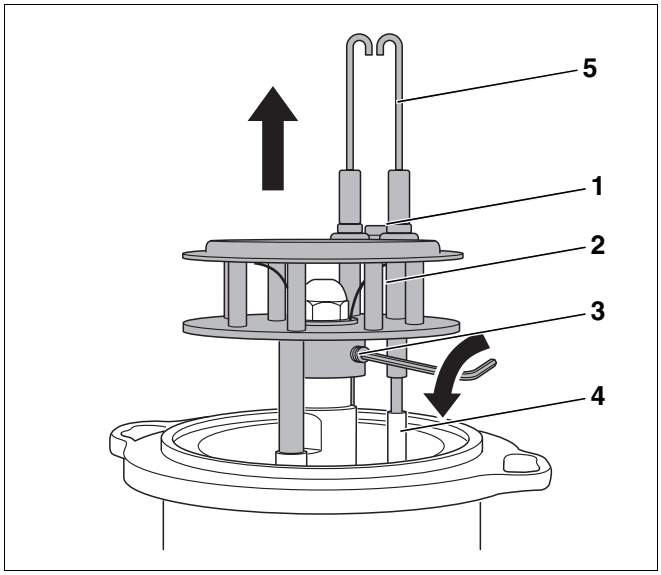

Rys. 34 Demontaż systemu mieszającego
- Odkręcić śrubę (rys. 34, **poz. 1**) między elektrodami zapłonowymi.
- Odłączyć przewody zapłonowe (rys. 34, **poz. 4**).
- Wymontować elektrodę zapłonową (rys. 34, **poz. 5**).
- Odkręcić wkręt bez łba (rys. 34, **poz. 3,** strona 32) i wyjąć system mieszający (rys. 34, **poz. 2**, strona 32) do góry.